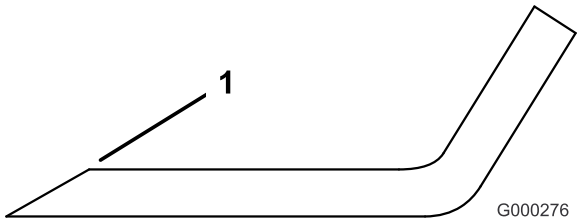

Figur 67
1. Slip eggen i begge ender av kniven (Figur 67). Opprettholden den originale vinkelen. Kniven opprettholder balansen hvis like mye materiale fjernes fra begge kniveggene.